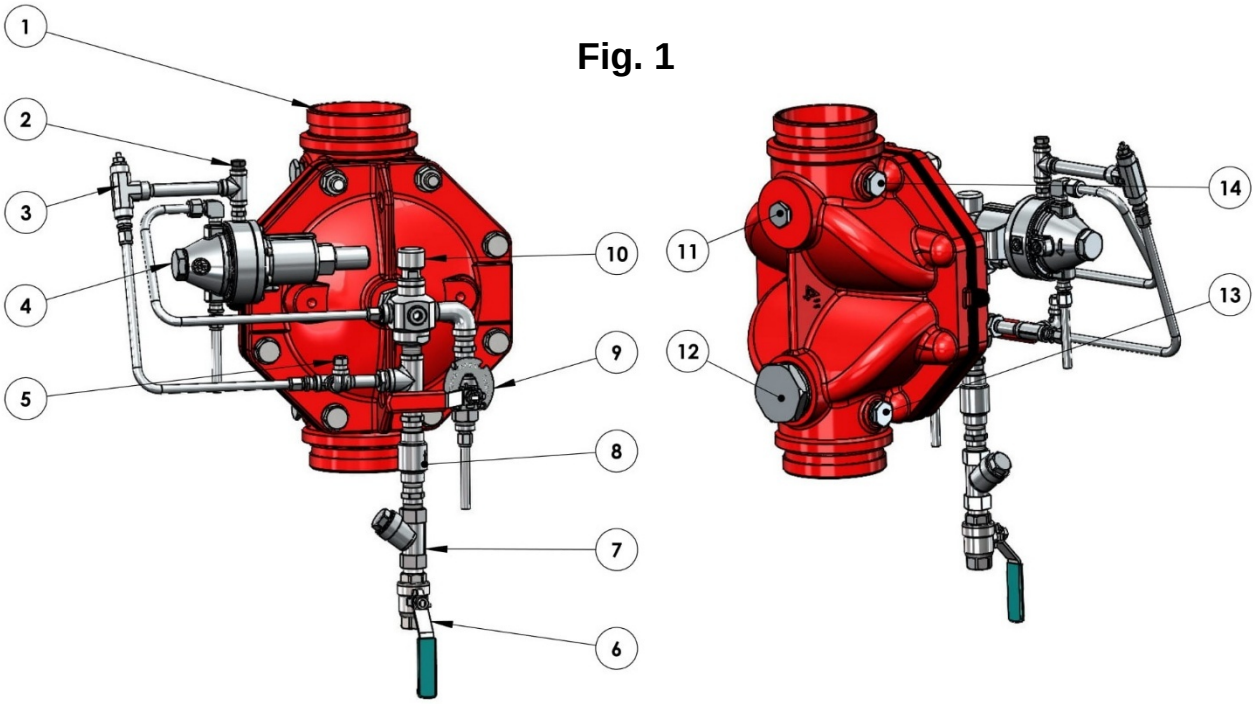

Fig. 1
OPERATION (Reference Figure 1)
8. All connections to water supply, alarms etc. should be done in accordance with fig 1:
– Wet pilot pipeline connection (2).
– Trim pressure supply connection (6)
3. Unplug the downstream drain plug (**11 figure 1**) of the FDV valve.